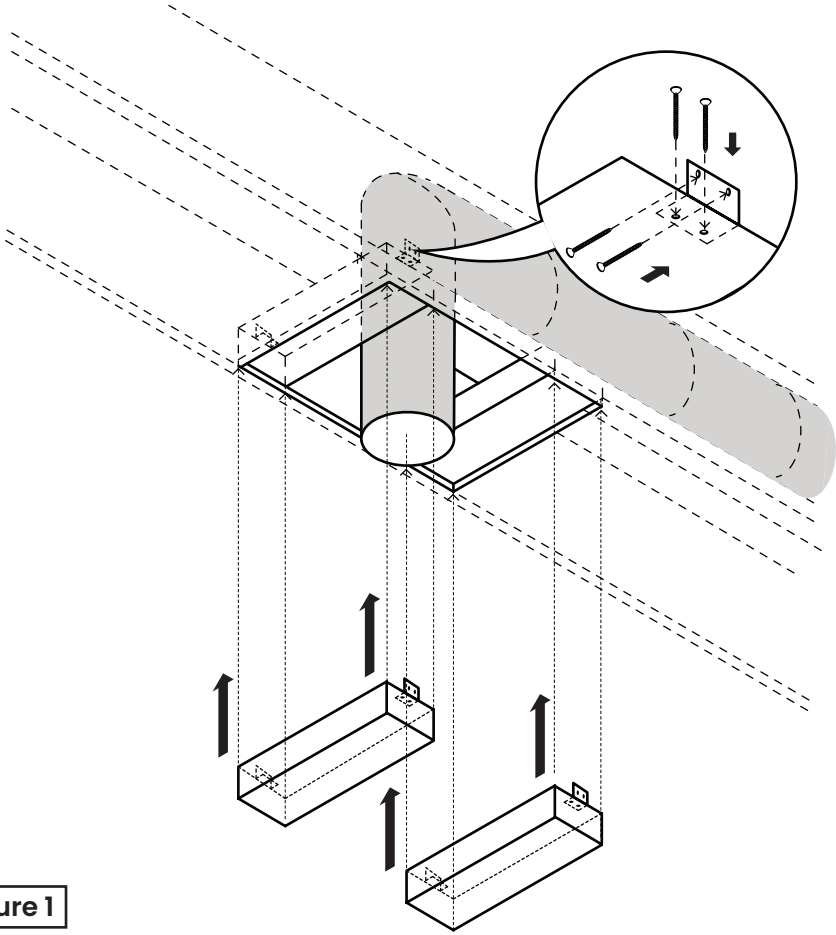

Figure 1
4. Coupez deux morceaux de bois mesurant 2 po x 3 po, passez-les à travers l'ouverture jusqu'au sommet du plafond et fixez-les entre deux solives avec des vis comme indiqué sur la figure 1.